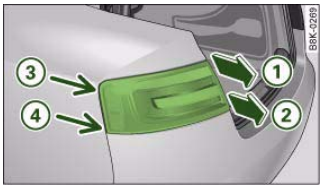

Fig. 274 Removing rear light from side panel
– Gradually ease the light housing out of the rubber mountings (positions ⇒ *page 284*, fig. 274 ③ and ④) by pulling alternately in direction of arrows ① and ②. If necessary use the tool for changing bulbs from your vehicle's toolkit to carefully apply some pressure between positions ③ and ④ ⇒ ⓘ.